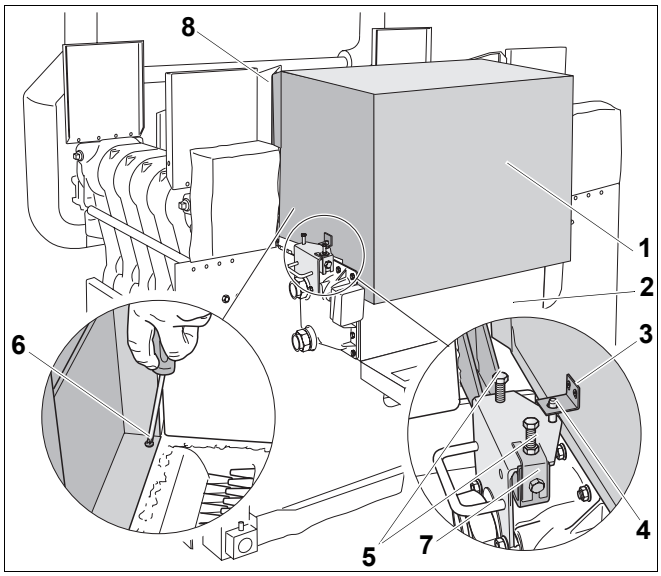

Rys. 55 Montaż przerywacza ciągu
- Nałożyć przerywacz ciągu (rys. 55, **poz. 1**) na kondensacyjny wymiennik ciepła (rys. 55, **poz. 2**) i jednocześnie włożyć trzpienie (rys. 55, **poz. 4**) w kątowniki (rys. 55, **poz. 3**) po bokach przerywacza ciągu (wyśrodkowanie przerywacza ciągu).
- Przykręcić przerywacz ciągu (rys. 55, **poz. 1**) 4 śrubami 4,8 × 22 (rys. 55, **poz. 6**) do członów końcowych, na które nałożone zostały nakrętki zatrzaskowe.
- Przykręcić przerywacz ciągu (rys. 55, **poz. 1**) 6 śrubami z łbem płaskim 3,9 × 9,5 do bocznych ścianek (rys. 55, **poz. 8**) kolektora spalin.
- Śrubami nastawczymi (rys. 55, **poz. 5**) dociągnąć kondensacyjny wymiennik ciepła (rys. 55, **poz. 2**) do przerywacza ciągu (rys. 55, **poz. 1**), w ten sposób zostanie on uszczelniony.
- Zamocować kondensacyjny wymiennik ciepła (rys. 55, **poz. 2**) kątownikiem zabezpieczającym (rys. 55, **poz. 7**) do uchwytów kondensacyjnego wymiennika ciepła.
- Zamocować kątownik zabezpieczający (rys. 55, **poz. 7**) nakrętką przedniej śruby nastawczej (rys. 55, **poz. 5**).